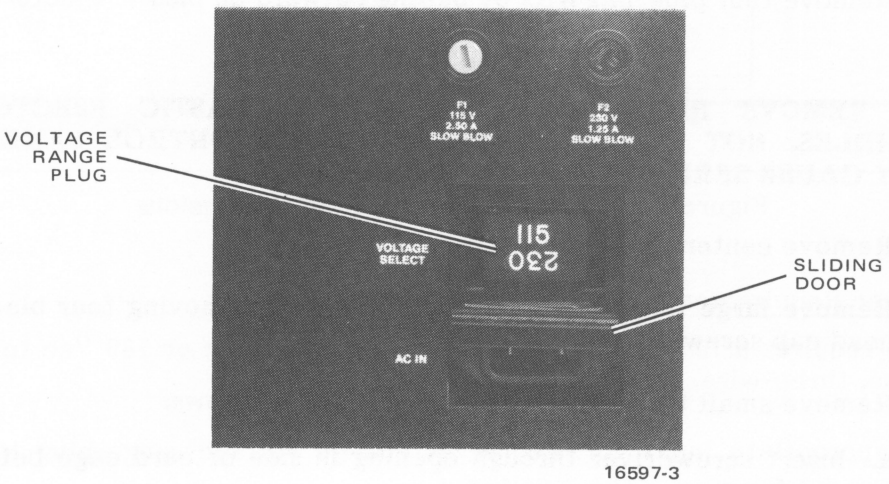

Figure 2-2. Voltage Range Plug
- Raise sliding door to expose voltage range jumper plug. See Figure 2-2.